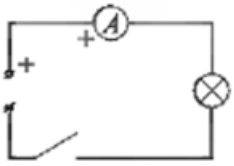

Рис. 1
1. Нарисуйте в тетради схему электрической цепи, изображенной на рис.1. Соберите эту электрическую цепь. Сборку удобнее начинать от положительного полюса источника питания. Замкните ключ. По отклонению стрелки амперметра и свечению лампочки убедитесь в том, что собранная цепь работает. Запишите показания амперметра рядом с нарисованной схемой 1.